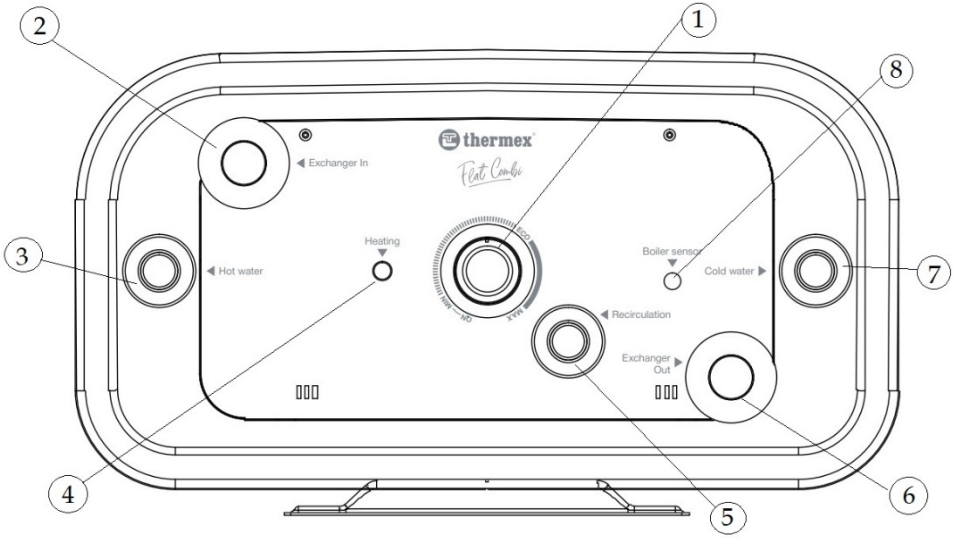

Рисунок 1. Схема подключений КЭВН
- снять силиконовую заглушку, расположенную на нижней крышке водонагревателя рядом с подписью «Boiler sensor» (Рис.1 пункт 8.);
7.1. В процессе эксплуатации КЭВН потребитель может регулировать температуру нагрева воды в КЭВН с помощью ручки регулятора температуры, расположенной на панели управления (**Рис.1, п.1**) КЭВН. Для установки нужной температуры необходимо, повернуть регулятор согласно температурной шкале, установить нужную температуру.